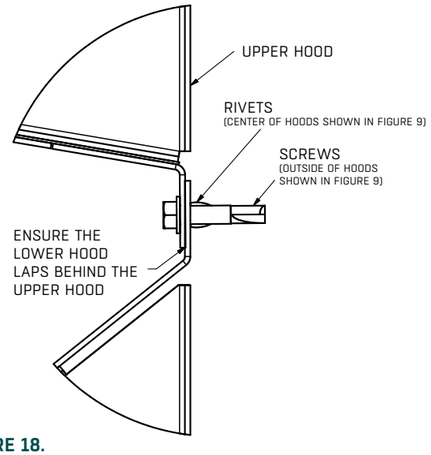
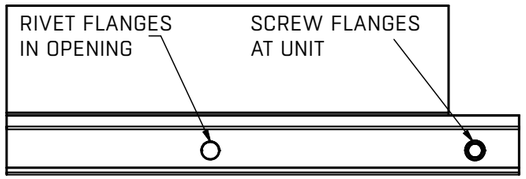

FIGURE 18.
FIGURE 19.
28) Position the next hood — align the holes in the bottom of flange of the upper hood with the top flange of the lower hood, ensuring that the lower hood laps **BEHIND** the upper hood as shown in **FIGURE 18**. Secure overlapping flanges at sides to the unit using screws through provided mounting holes. (See **FIGURE 19**)
30) Rivet the center mating flanges of the hoods together in the opening using the aligned holes. (See **FIGURE 19**)